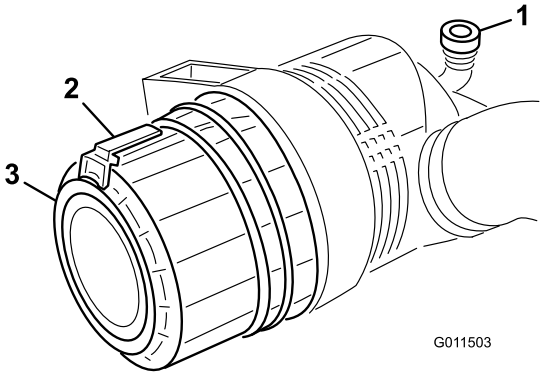

Bild 51
1. Ziehen Sie den Riegel nach außen und drehen Sie die Luftfilterabdeckung nach links (Bild 51).